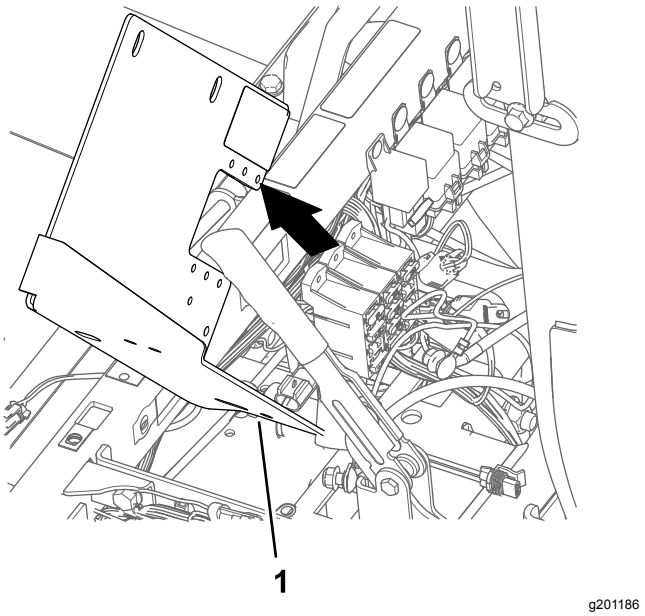

Figur 172
6. Fjern batteribraketten fra maskinen (Figur 172).